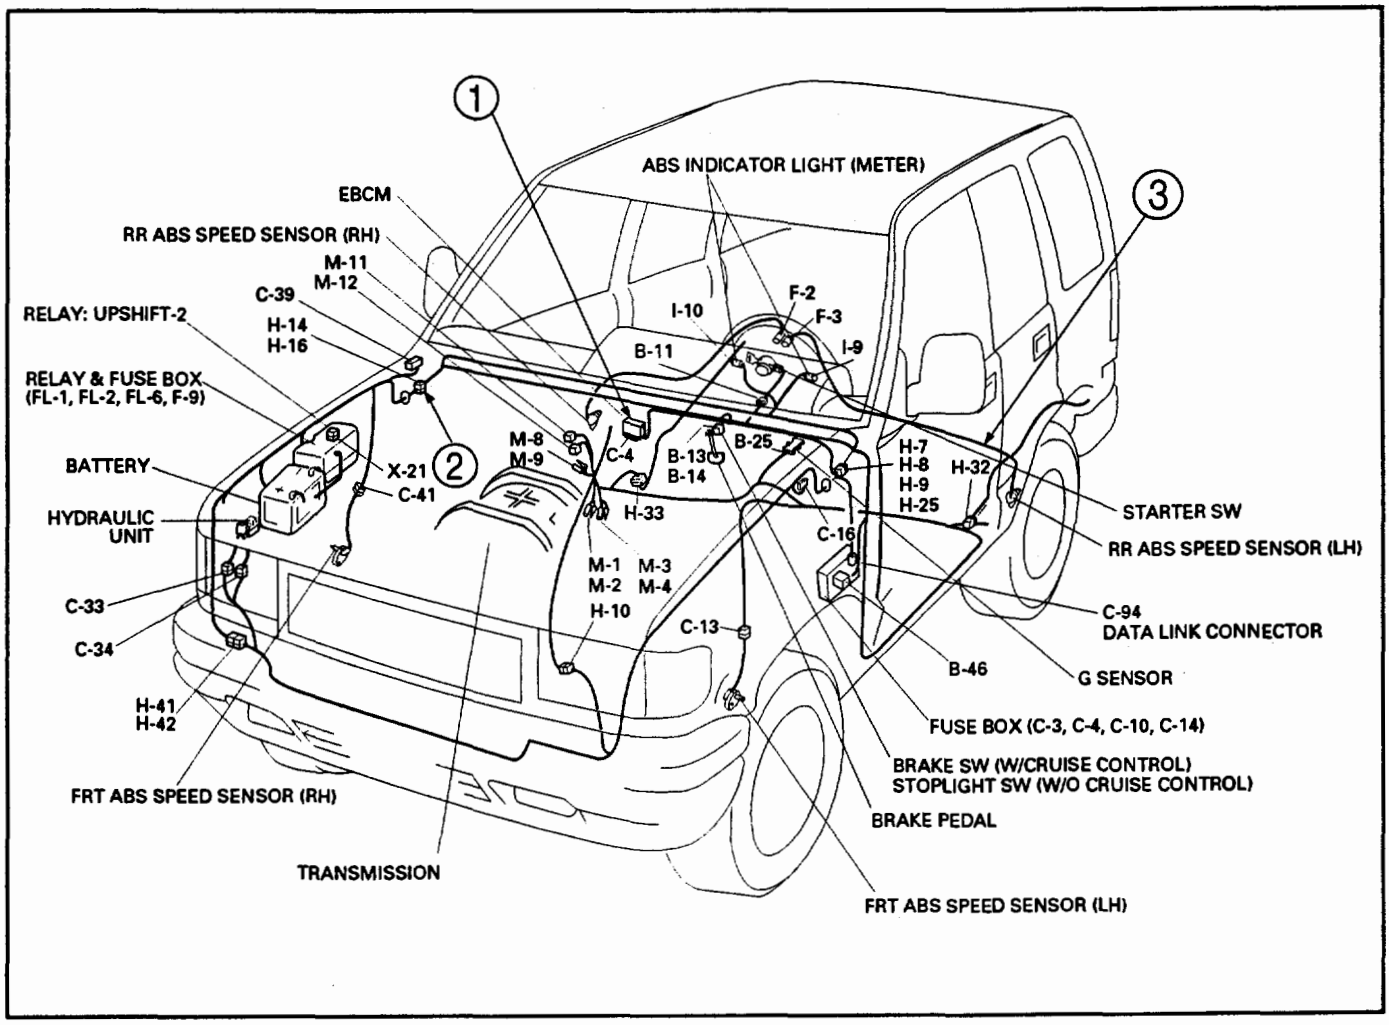

Fig. 8-40
PARTS LOCATION: The parts location shows the location of the parts ① and the connector ② used in each harness routing ③ (Fig. 8-40).